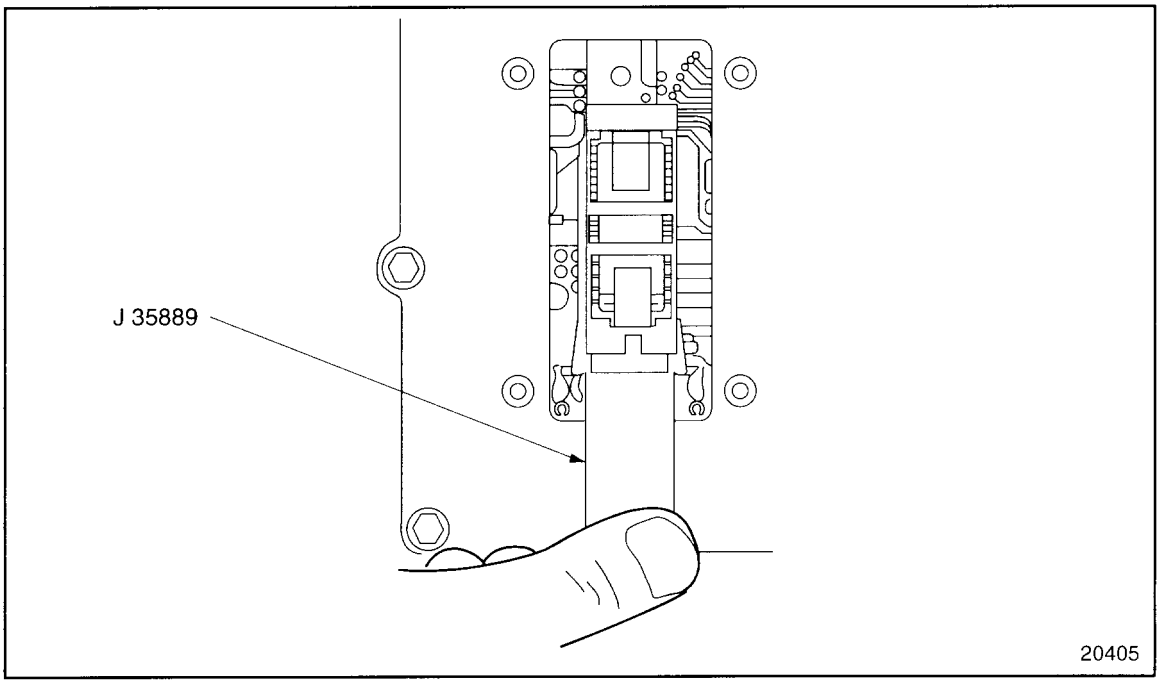

Figure 2-111 Removing PROM
3. Using the rocker type PROM removal tool, J 35889-A, engage one end of the PROM carrier with the hook end of the tool. See Figure 2-111.